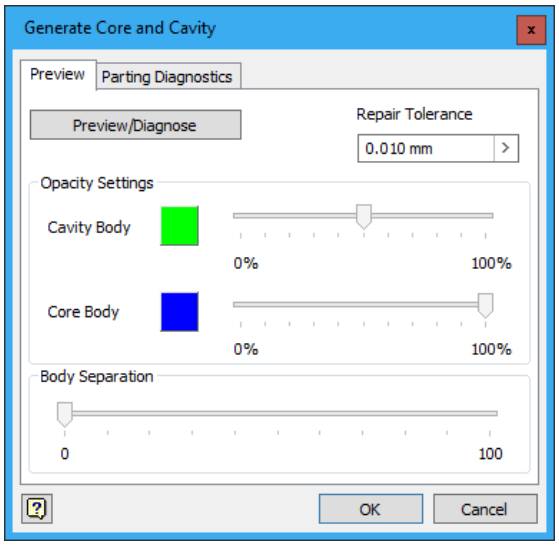

Figure 19-78 *The* ***Generate Core and Cavity*** *dialog box*
1. Choose the **Generate Core and Cavity** tool from the **Parting Design** panel in the **Core/Cavity** tab of the **Ribbon**; the **Generate Core and Cavity** dialog box is displayed, as shown in Figure 19-78.